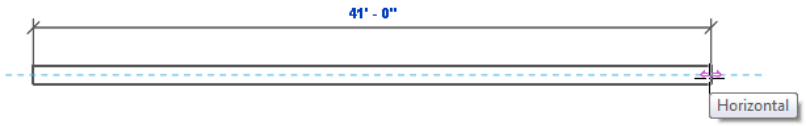

Figure 3-33 *The sketched horizontal wall with its controls*
6. Move the cursor to the right until the temporary dimension shows a value more than 40'- 0"(12192 mm), as shown in Figure 3-33. Click at this location as the endpoint of the wall segment and press ESC twice; the wall is created. Note that, if the dimension is not displayed, you need to click on the created wall to display the dimension. Press ESC.